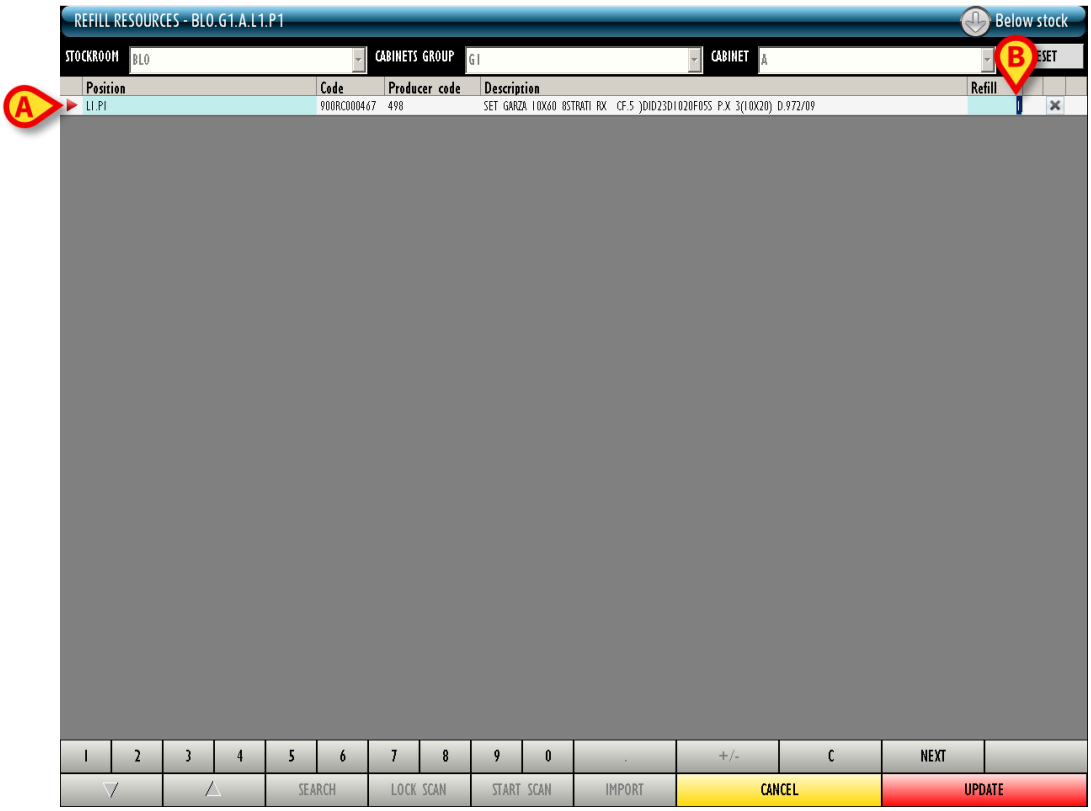

Fig 301
The “Resources refill” screen is displayed (Fig 301). The selected resource is displayed on this screen (Fig 301 **A**).
- Specify the “refill” quantity in the “Refill” field (Fig 301 **B**)